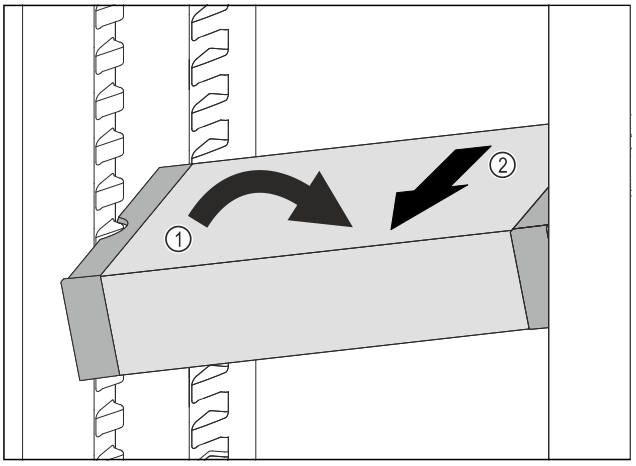

Fig. 149
▶ Coloque el VarioSafe en el compartimento del frigorífico en posición oblicua. *Fig. 149 (1)*
▶ Extraiga el VarioSafe hacia delante. *Fig. 149 (2)*